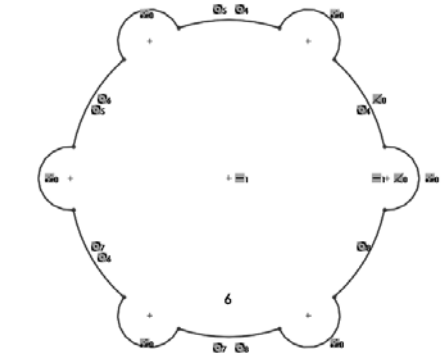

Figure 3-67 *Outer loop of the sketch*
e. Use the **Circular Sketch Pattern** tool to create a circular pattern of circles in the outer loop, refer to Figure 3-67.
19. Choose **OK** after trimming. The outer loop of the sketch is created, as shown in Figure 3-67.